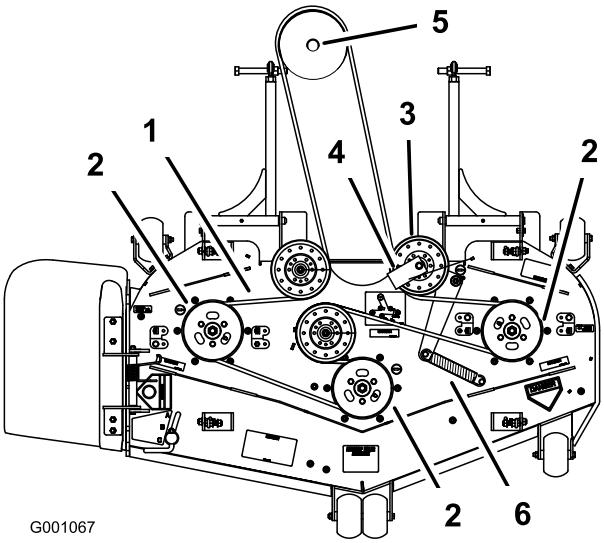

Figur 66
6. Før den nye rem rundt om plæneklipperens remskive og gearkassens remskive under motoren (Figur 66).
7. Monter remstyret på den fjederbelastede remskive i en vinkel på 45 grader som vist i Figur 66. Tilspænd bolten med et moment på 37–45 Nm.
8. Monter styrefjederen på de to pæle (Figur 66).